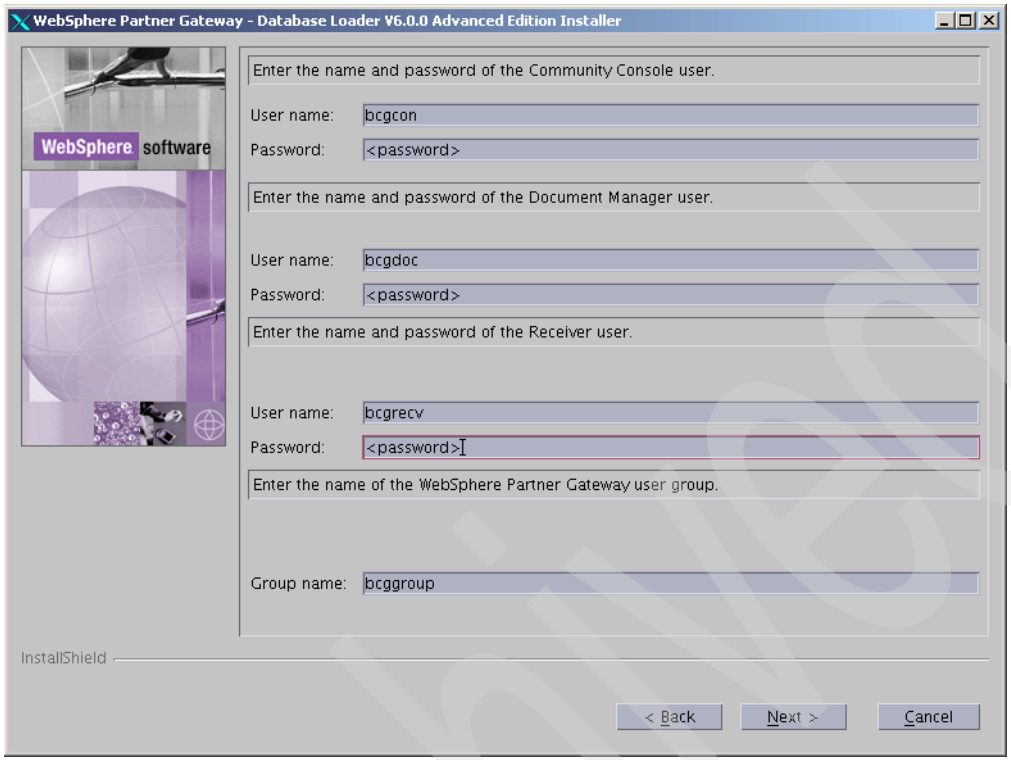

Figure 6-5 Providing user ID, password and group information
9. Provide the name of the WebSphere Partner Gateway group and user IDs and their passwords (Figure 6-5 on page 120). The values shown are the default values and match the values used in 6.3.1, “Adding the user accounts” on page 111. These user IDs are used to access the database.